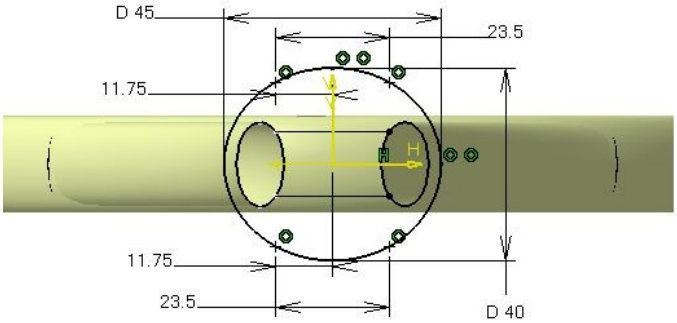

Figure 10-79 *The second section for creating the multi-sections surface*
7. Draw the sketch for the second section, as shown in Figure 10-79. Note that the sketch consists of an ellipse and four points.